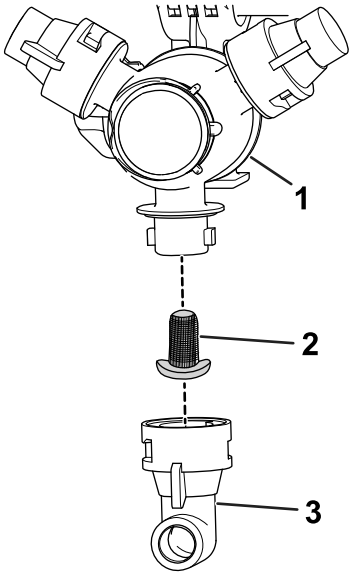

Rysunek 31
2. Odłącz dyszę od głowicy zraszającej (Rysunek 31).
3. Zdemontuj filtr dyszy (Rysunek 31).
5. Zamontuj filtr dyszy (Rysunek 31).
6. Zamontuj dyszę do głowicy zraszającej (Rysunek 31).